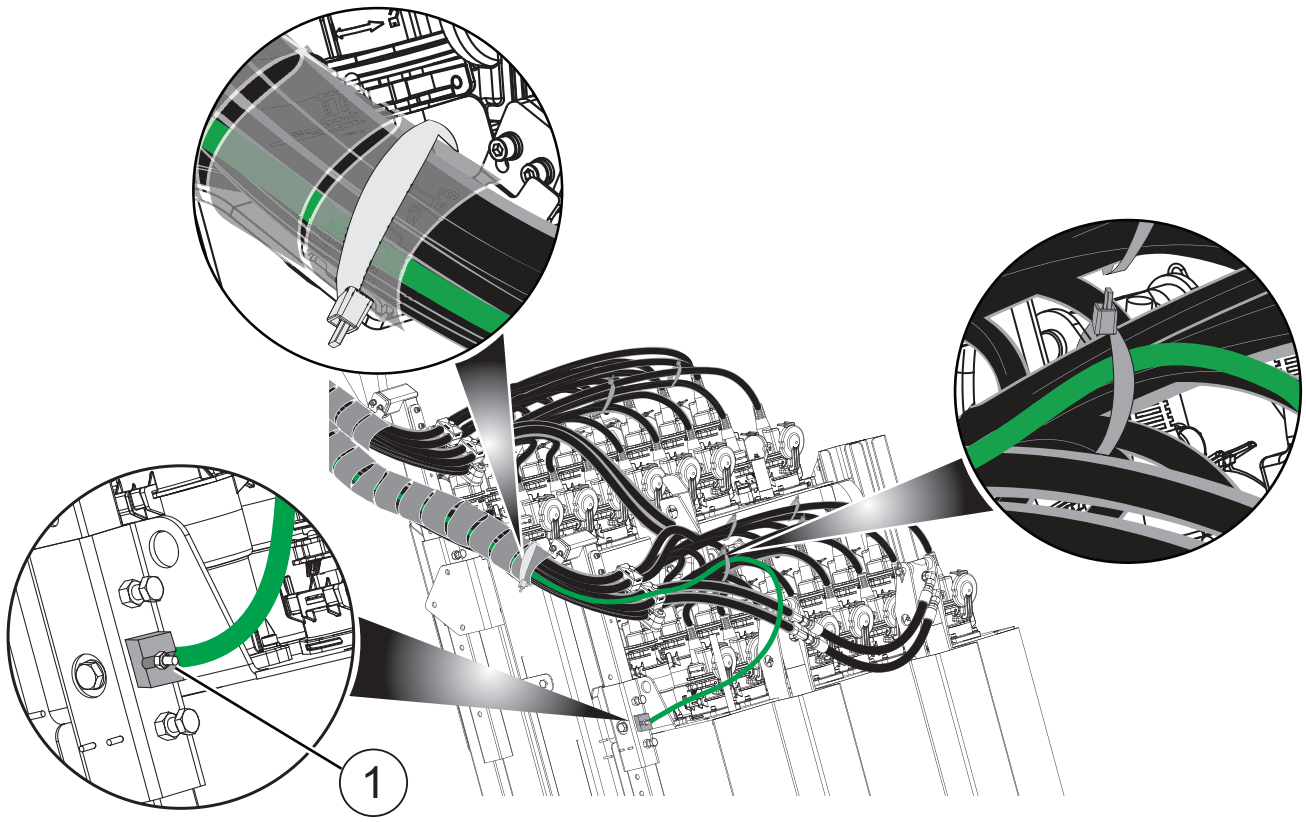

Figure 5 Bonding Post
1. Install a bond wire onto the UV Bank and route the bond wire to corresponding PDC. Refer to Layout Drawing and Figure 5.